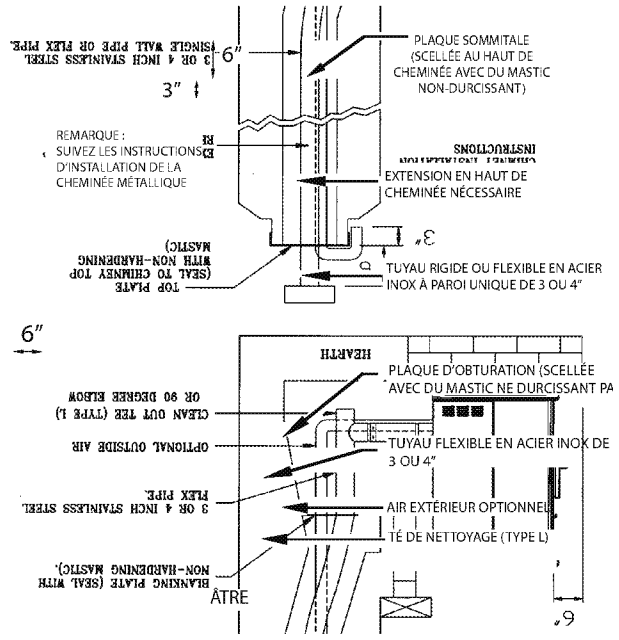

FIGURE 9
3. Installez une plaque d'obturation et le tuyau de cheminée, et si vous l'utilisez le tuyau d'air extérieur, comme montré en figure 9.